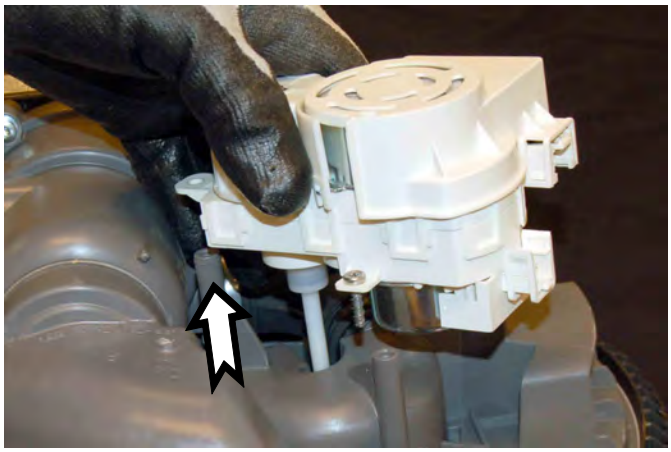

Figure 3
4. Lift up and remove diverter assembly from sump, (see Figure 3).